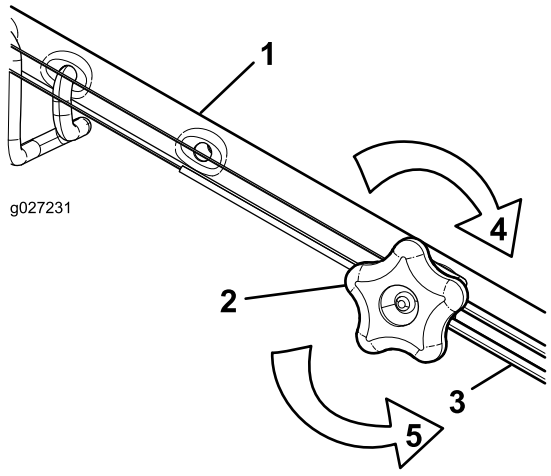

Figur 27
1. Vri justeringsknotten mot klokken for å løsne kabeljusteringen (Figur 27).
2. Juster strammingen på kabelen (Figur 27) ved å trekke den utover eller skyve den forover, og holde den stillingen.